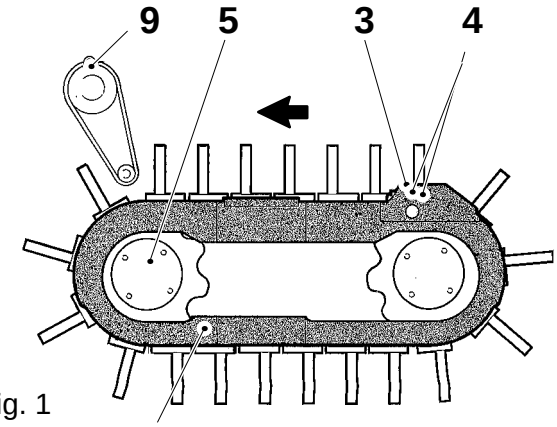
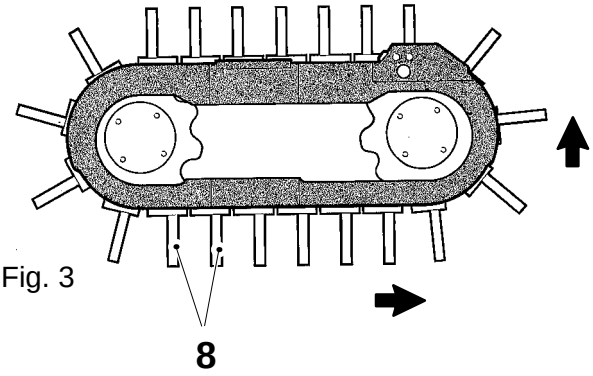

Fig. 1
Fig. 3
b) Crank the machine until an axle with a grub screw (1) is visible in the hole (10), fig. 1.
d) Remove the lift rails (3) after undoing the screws (4), fig. 1.
e) Remove the outer guide flange (5) and loosen the safety sprocket.
f) Undo the grub screw (6) on top of the axle visible in the hole. Undo the grub screw (1) at the axle end. Fit a long screw at the end of the axle (7) and pull it out.
g) Grip the stations (8) on either side of the extracted axle and pull the chain round by hand in the direction of rotation until the stations arrive at the drop chute, fig. 3.